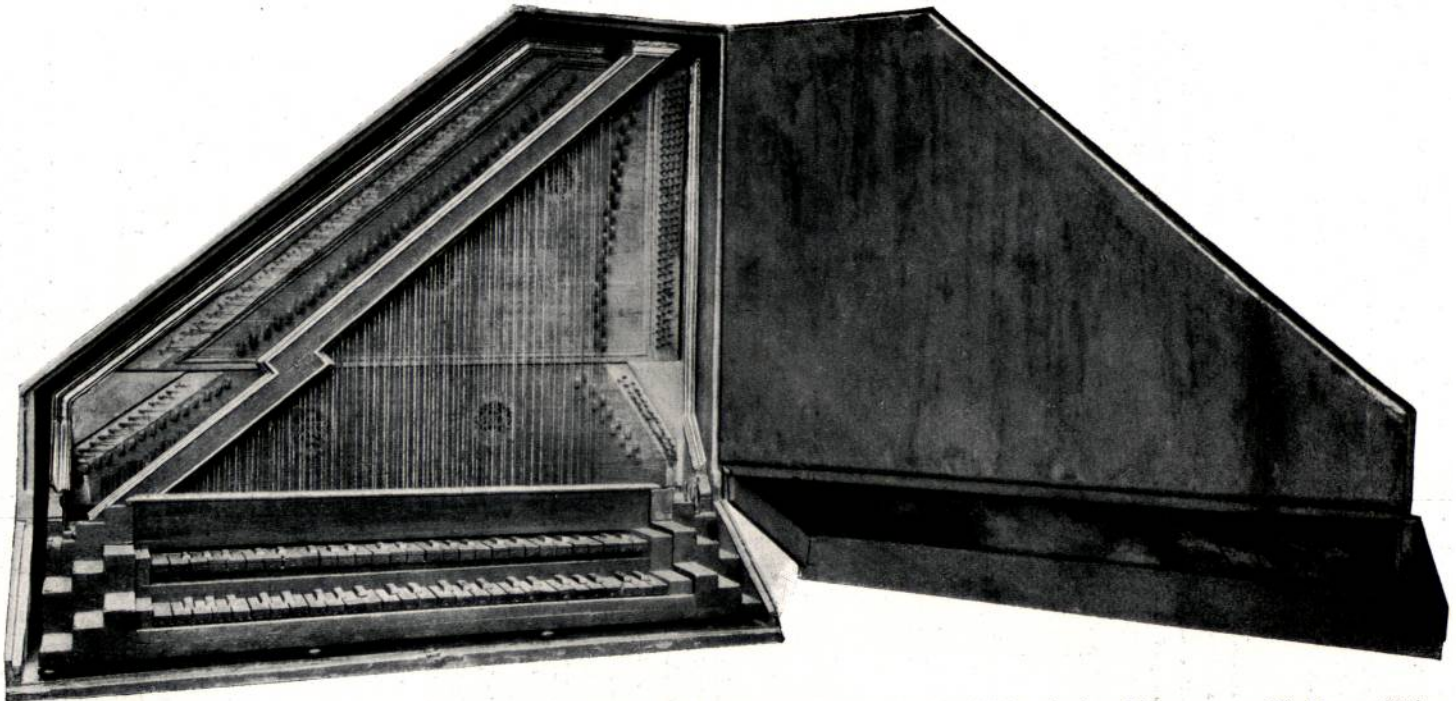

Abb. 730. Clavicytherium mit 2 Manualen, aus der zweiten Hälfte des 16. Jahrh. Im Musikhistorischen Museum von W. Heyer, Köln.
3. Clavicytherium oder Cembalo verticale, ein aufrechtstehendes Clavicymbel, wird von Mich. Praetorius in seiner Syntagm. music. (S. 67) 1619 erwähnt. — Vgl. Abb. 730.